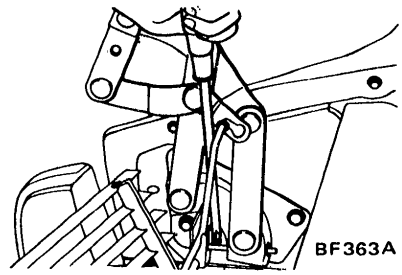

Fig. BF-27 Removing hood torsion bar
2. Support hood and remove each torsion bar by disengaging end of torsion bar from hood hinge. Use a suitable screwdriver. See Figure BF-27.